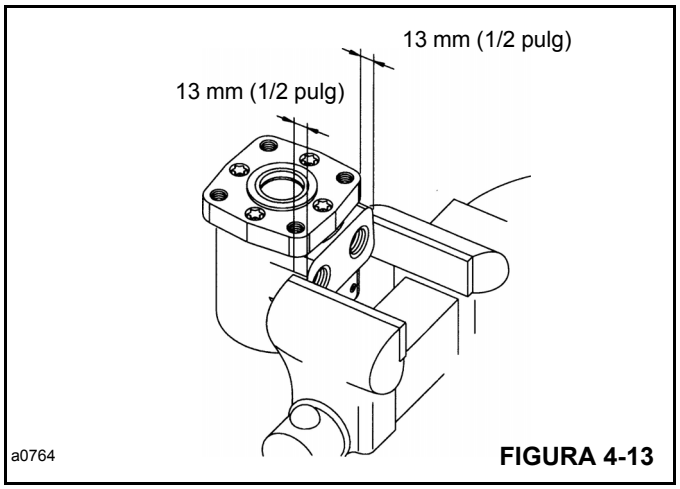

FIGURA 4-13
3. Retire la tapa terminal (17). Retire y deseche el sello (13) de la tapa terminal.
4. Retire la bomba de engranajes (16). Retire y deseche el sello (13) de la bomba de engranajes.
5. Retire el eje impulsor (14).
6. Retire la placa espaciadora (15).
7. Retire el sello (13) de la caja (10).
8. Retire el eje de salida (9) de la caja (10).
9. Retire el cojinete de agujas de empuje (8) del eje o la caja.
10. Ajuste la posición del motor en el tornillo de banco. Fije a través de las lumbreras como se muestra en la Figura 4-13. NO fije sobre la caja. La presión de fijación excesiva en el costado de la caja causa distorsión.